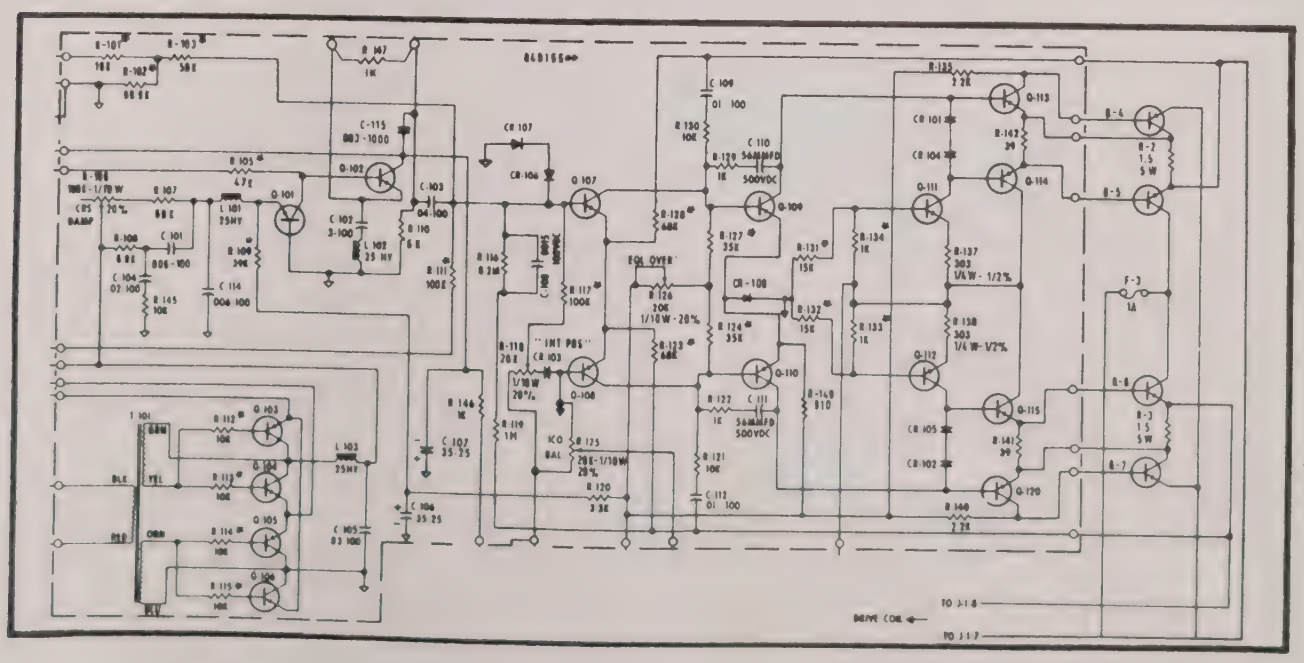

FIGURE 4-3 DEMODULATOR AND A.C. AMPLIFIER CIRCUIT
c. Demodulator (Figure 4-3)
d. Damping Amplifier (Figure 4-3)